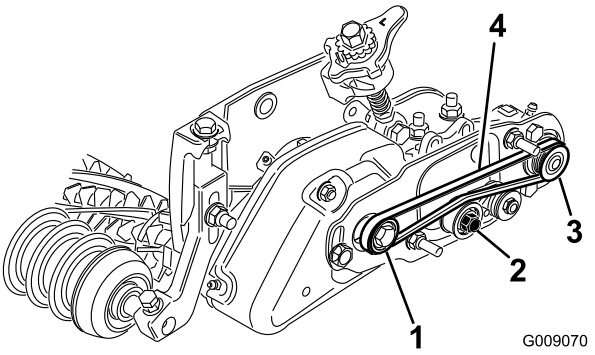

Figur 32
- Legg remmen rundt den **drevne** remskiven og så over toppen av lederullen (Figur 32).
- Start remmen på **driv**remskiven (Figur 32).